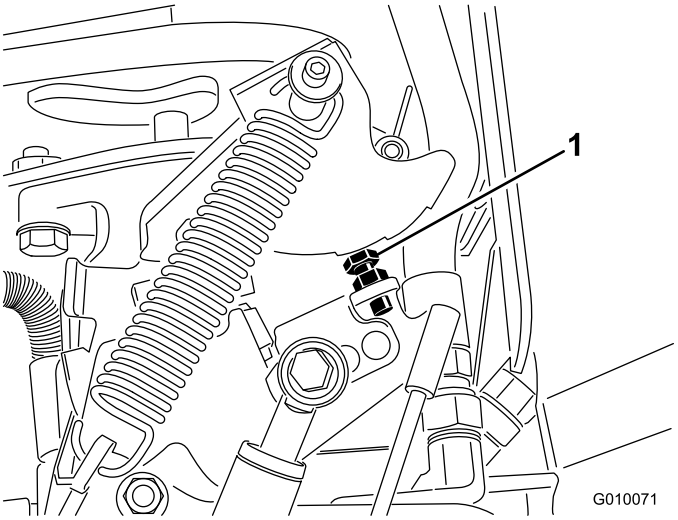

Figur 66
5. Om justering krävs, kan du vända pumpens stoppbult (Figur 66) närmare stopplattan för att minska hålavståndet, eller vända stoppbulten bort från stopplattan för att öka hålavståndet.